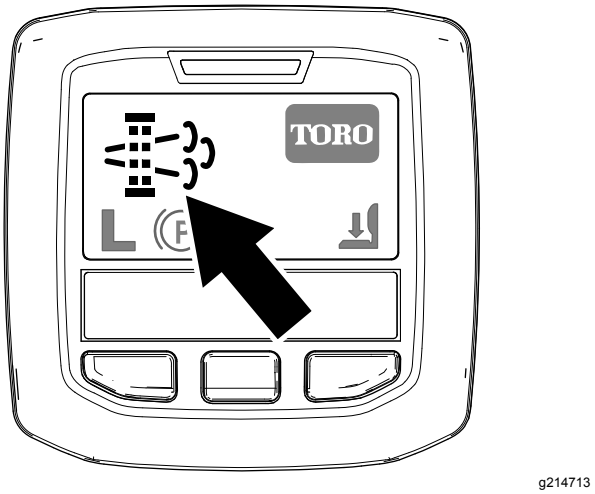

Figur 30
- Symbolen för begäran om parkerad regenerering visas i InfoCenter (Figur 30).